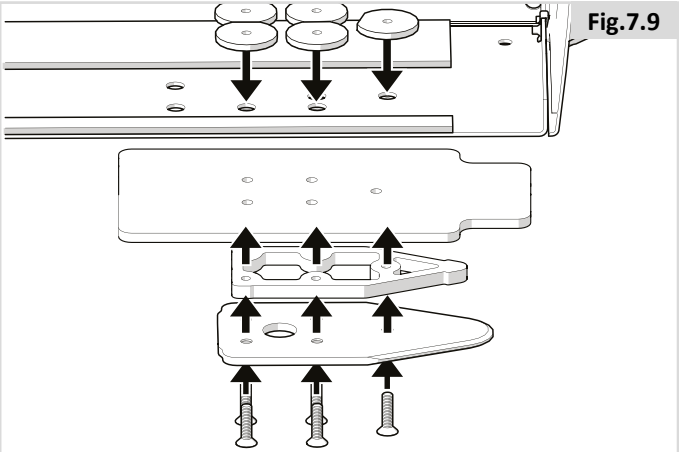

Fig.7.9
4. Montieren Sie die fünf Schrauben mit dem bzw. den Distanzstücken und der Sicherungsplatte an die Unterseite des Fahrgestells (Fig. 7.9).